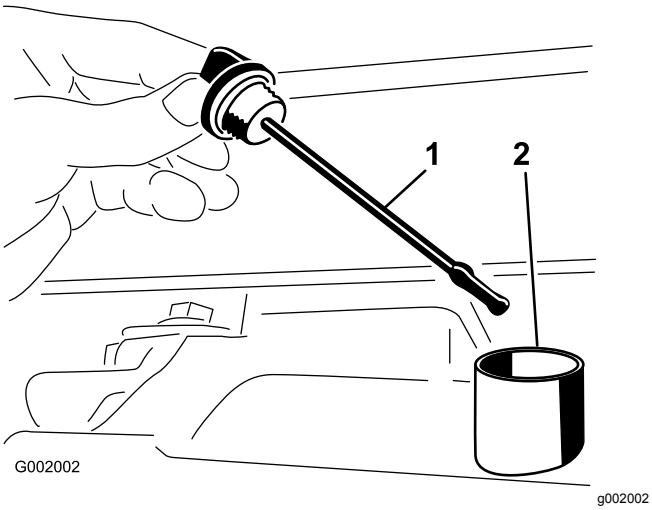

Rysunek 52
2. Wyciągnij wskaźnik poziomu oleju w skrzyni biegów i przetrzyj go czystą szmatką (Rysunek 52).